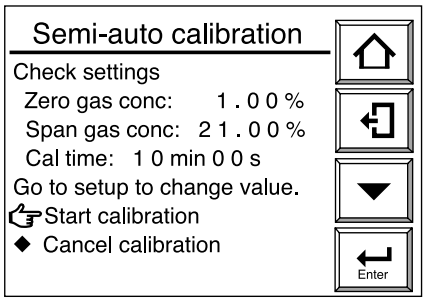

Figura 9.9 Display Calibrazione semiautomatica
(2) Selezione Semi-auto calibration per visualizzare il display di calibrazione semiautomatica illustrato nella figura 9.9.